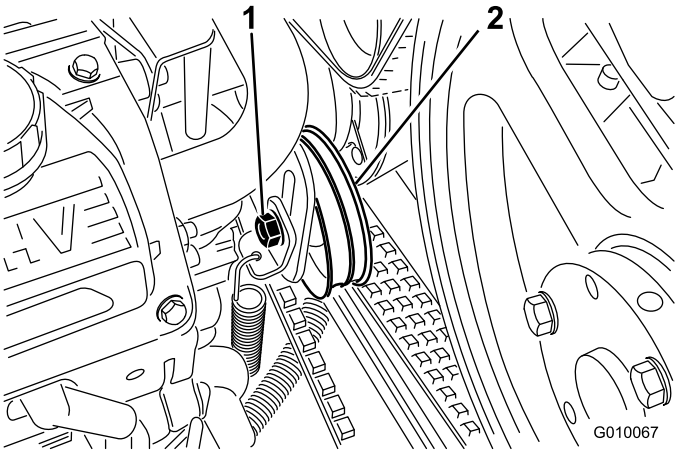

Figur 57
3. Lossa pumpremmens remskivsbult tillräckligt mycket för att tillåta rörelse i justeringsspåret (Figur 57).